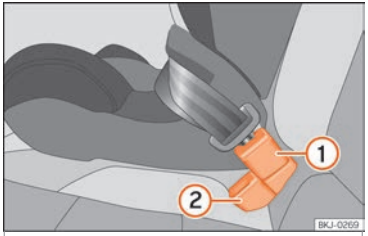

Fig. 28 Position of the belt buckle on the rear seat
- Place the middle seat's belt buckle ››› Fig. 28 ① behind the side seat's belt buckle ››› Fig. 28 ②.
- Plug the middle seat's seat belt into the middle seat's belt buckle ››› Fig. 28 ① and make sure it clicks in place.
- For seat belts to be correctly fitted, the buckles must not be twisted ››› Fig. 28.